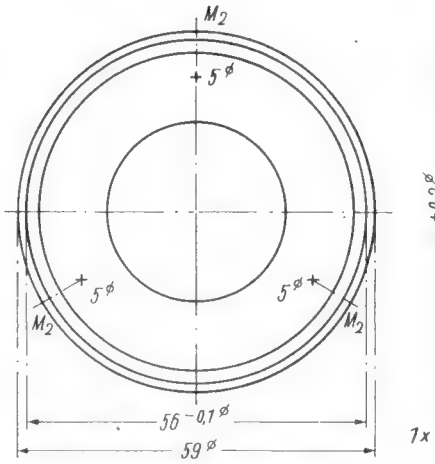
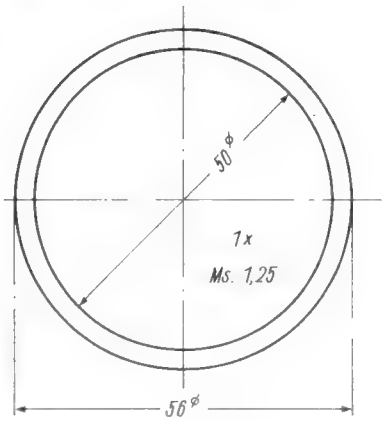

Bild 6. Gehäuse für die Mikrofonkapsel
Bild 9. Ring für das Schutzgitter
Wir kommen nun zur Anfertigung des Gehäuses. Auch dieses wird vorteilhaft aus Messing hergestellt und matt vernikkelt. Es ist etwas schwerer als eine Leichtmetallausführung. Den Kopf drehen wir nach **Bild 6**. — Vorder- und Hinterdeckel nach **Bild 7** und **8** werden durch je drei M2-Schrauben am Gehäuse befestigt. Für den Vorderdeckel benötigen wir noch ein Schutzgitter. Wir fertigen einen Ring nach **Bild 9** an; dieser wird gut verzinnt. Ein nicht zu kleinmaschiges Metallgitter wird leicht hohlgebogen und auf den Ring gelötet. Aus 0,5 mm starkem Pertinax schneiden wir einen gleichen Ring aus. Auf diesen kleben wir ein Stück Seide.
- 1 Kopf Bild 6
- 1 Ring mit Schutzsieb Bild 9